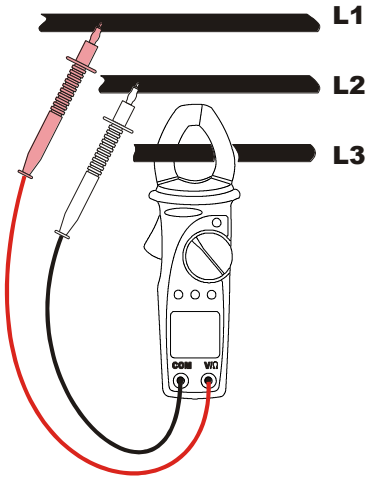

Fig. 13: Medição de potências e energias num sistema trifásico
2. Abrir o toróide e inserir o cabo correspondente à fase 3 no centro do mesmo (ver parágrafo 4.1.2), conforme o mostrado na Fig. 13.
4. Inserir o cabo vermelho no terminal de entrada V/Ω e o cabo preto no terminal de entrada COM (ver Fig. 13).
5. Colocar a ponteira vermelha no condutor correspondente à fase 1 e a ponteira preta no condutor correspondente à fase 2, conforme é mostrado na Fig. 13. O valor da potência activa è apresentado no display acompanhado do símbolo CA.
2. Abrir o toróide e inserir o cabo correspondente à fase 3 no centro do mesmo (ver parágrafo 4.1.2), conforme é mostrado na Fig. 13.
5. Colocar a ponteira vermelha no condutor correspondente à fase 1 e a ponteira preta no condutor correspondente à fase 2, conforme é mostrado na Fig. 13. O valor da potência activa é apresentado no display acompanhado do símbolo CA.